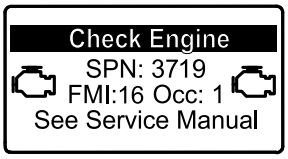

Figur 28
- Om en parkerad regenerering krävs visar InfoCenter motorvarning SPN 3719, FMI 16 (Figur 28) och motorns dator minskar motoreffekten till 85 %.